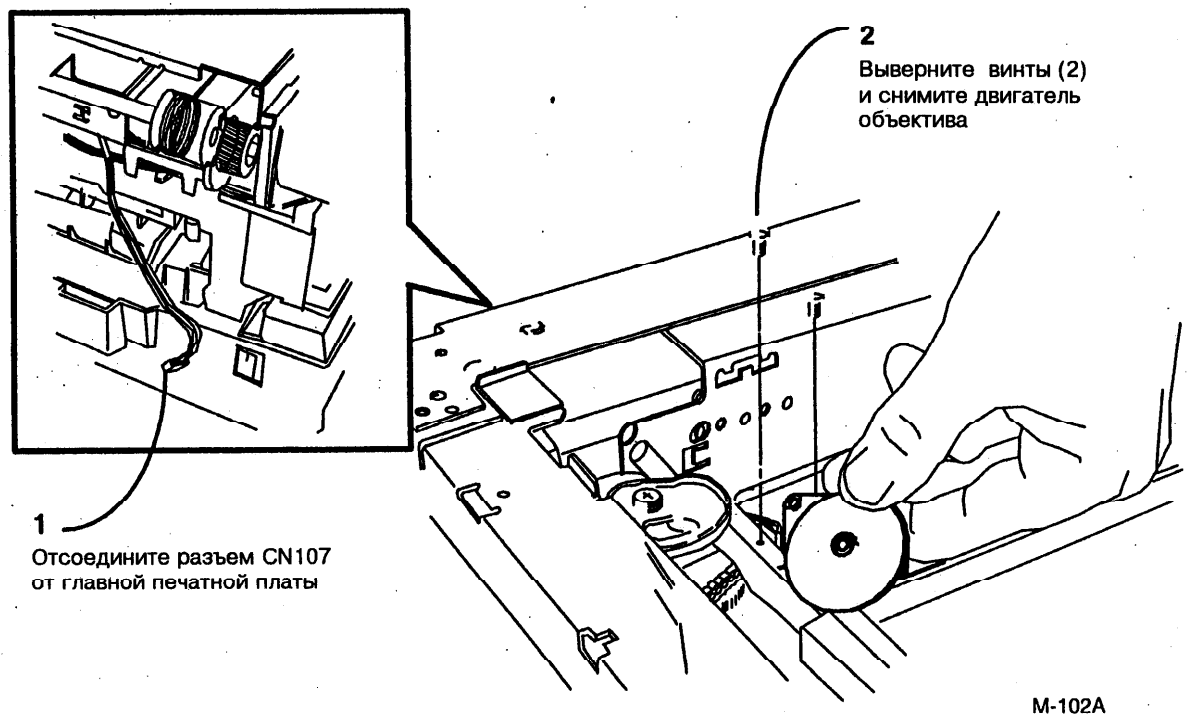

Рис. 1. Снятие двигателя объектива (MOT5).
1. (Рис.1): Снимите двигатель объектива (MOT5).